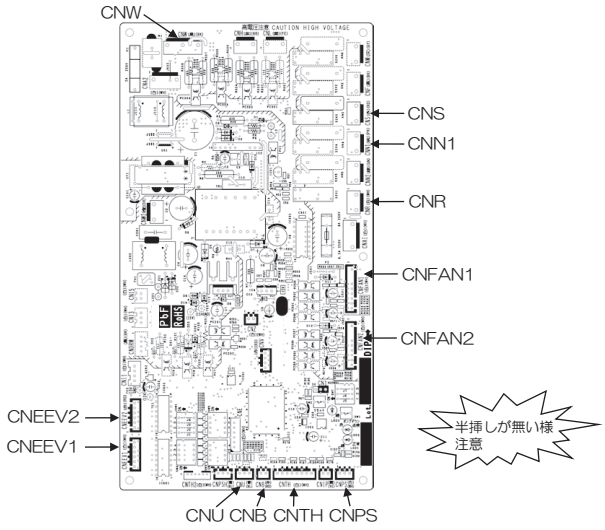

図３．制御基板から外す対象のコネクタ
3) 図３に示すように制御基板の対象コネクタを外してください。